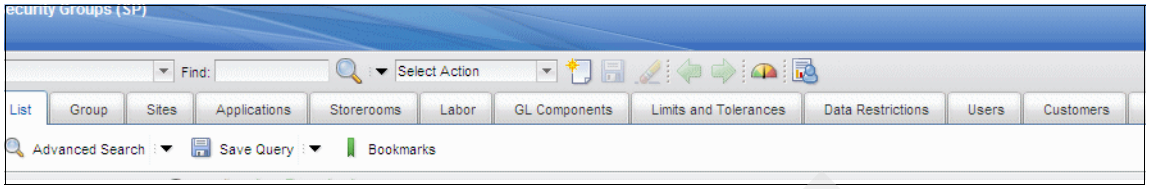

Figure 3-12 New tab, Customers
The Security Groups (SP) application has a new tab, called Customers, for Maximo for Service Providers, as shown in Figure 3-12 on page 35.